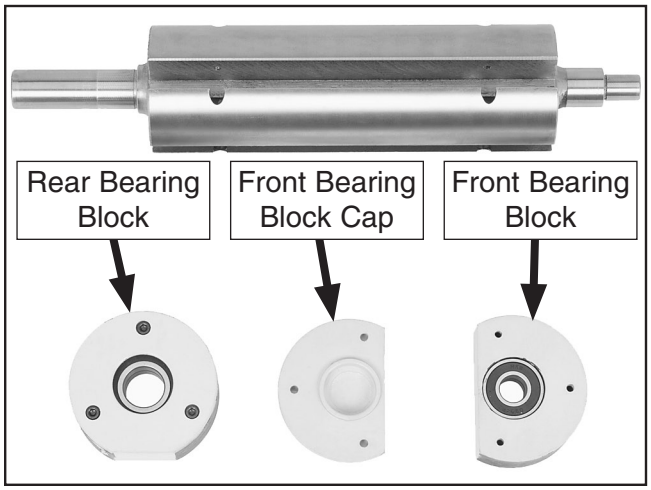

Figure 14. Disassembled cutterhead assembly.
26. Repeat **Steps 22–23** in a similar manner to remove the cutterhead from the front bearing block and bearing. **Figure 14** shows the disassembled components.